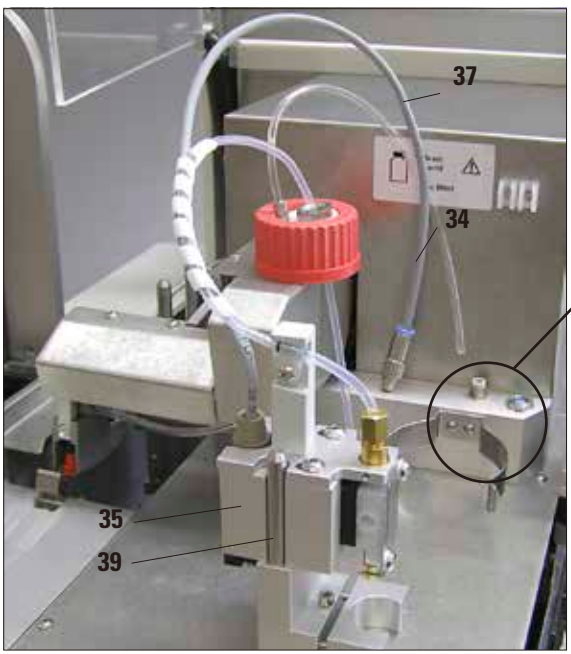

図 12
- ディスペンサー（**35**）をホルダー（**39**）のプライミング位置に挿入します（図 12 を参照）。